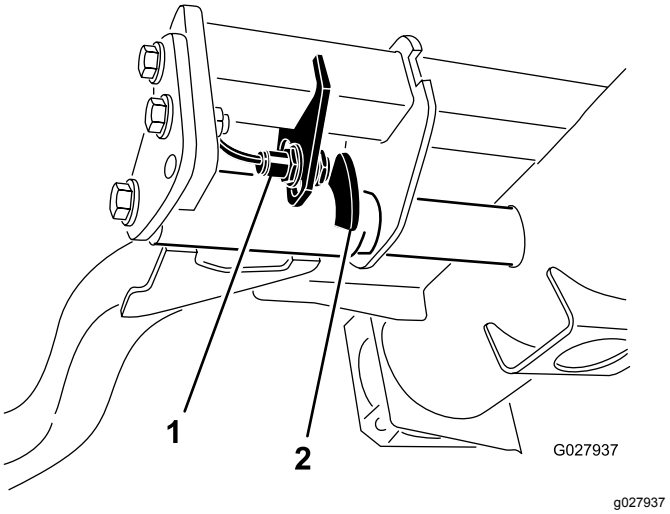

Figur 67
2. Løftearmsbryteren finnes under den hydrauliske tanken bak den fremre, høyre løftearmen (Figur 67).
3. Løsne bryterens festeskruer og flytt bryteren ned for å heve løftearmens vendehøyde, eller flytt bryteren opp for å senke løftearmens vendehøyde (Figur 67).